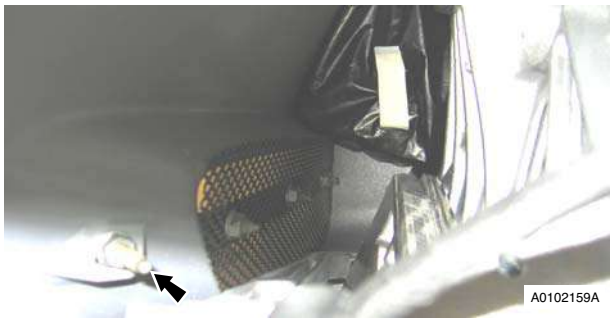

Figure 11
14. Remove side strake (nut x1) glued (see Figure 11).